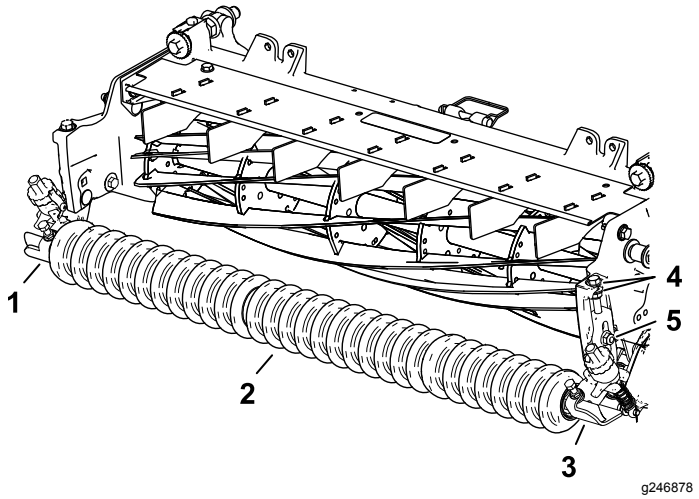

Figur 10
1. Monter venstre og højre klippehøjdebeslag samt frontrullen løst på klippeenhedens sideplader med de bræddebolte, du fjernede tidligere (Figur 10).